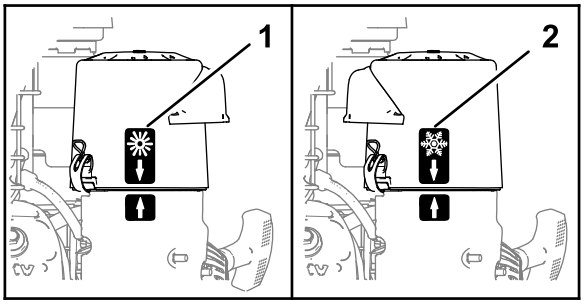

**Figur 10**
- Når der arbejdes i en **tilstand med kold omgivende luft** (kold lufttemperatur og -fugtighed) – placer luftfilterdækslet med snefnugget, så det vender udad (Figur 10).
- Når der arbejdes i en **tilstand med normal omgivende luft** – placer luftfilterdækslet med solen, så det vender udad (Figur 10).